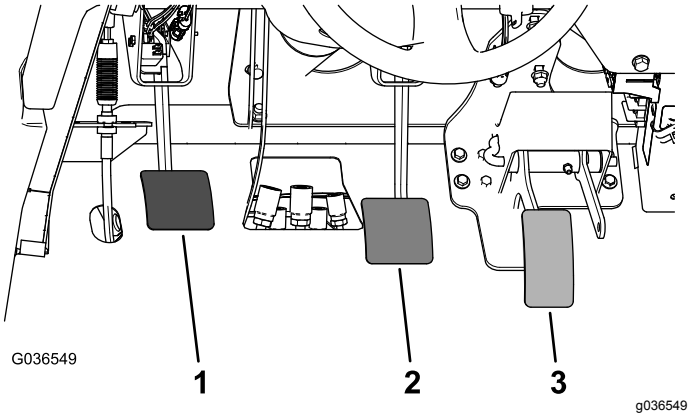

Figura 61
2. Sollevate il pedale del freno (Figura 61) fino a quando non viene a contatto con il telaio.
3. Allentate i controdadi che fissano la forcella all'albero del cilindro principale (Figura 61).